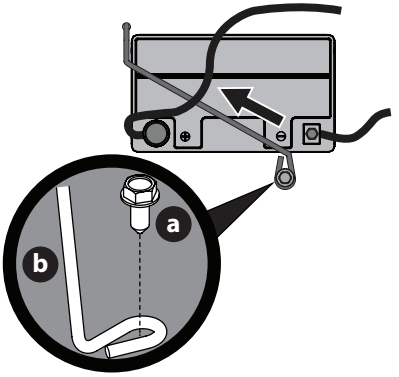

Fig. 15
NOTE : Le faisceau électrique doit être placé au-dessus de la barre de retenue de la batterie. Autrement, il risque d'être endommagé (Fig. 15 à la page 87).
3. Retirez le boulon hexagonal (a) qui fixe la tige de retenue de la batterie (b) au châssis. Faites pivoter la tige de retenue de la batterie (b) vers le haut et retirez la batterie (Fig. 15).